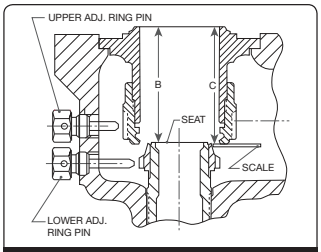

Figure 8: Bushing Seat
11. Measure from the top of the guide to the bushing seat (Dimension B, Figure 8) with a depth micrometer or other suitable measuring device. Record Dimension B.
12. Place a scale or other thin flat metal surface against the lower face of the upper adjusting ring and measure from the top of the guide to the face of the upper adjusting ring (Dimension C, Figure 8). Record Dimension C.